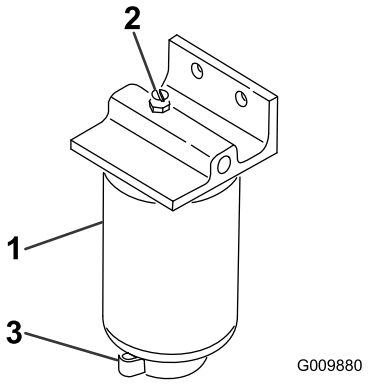

Figur 54
2. Lossa avtappningsventilen i botten på filterskålen (Figur 54).
1. Rengör området där filterskålen ska monteras (Figur 54).